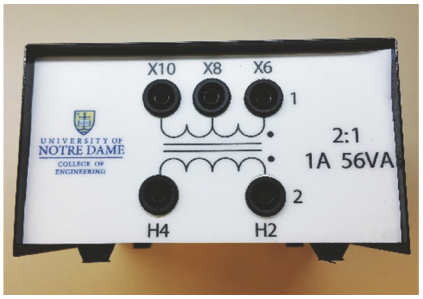

**FIGURE 3.47** (Step 3) The transformer used in Lab 3.
3. **DC resistance of transformer.** The next piece of your power grid is the transformer (Fig. 3.47), the workhorse behind power transmission. On your bench are step-down transformers with a turns ratio of 2:1 (here $N_p/N_s$) from primary (H4, H2) to secondary (X6, X10), so that the secondary voltage is half the primary voltage. In actual power transformers, the voltage ratio is much larger than 2:1. Those in today's lab model the function of the step-down transformers from, say, a transmission voltage of 400 kV to a distribution voltage of 35 kV. (The Risk Management and Safety Office prefers that you not use those actual voltages on your benchtop, so you will have to use your imagination.)